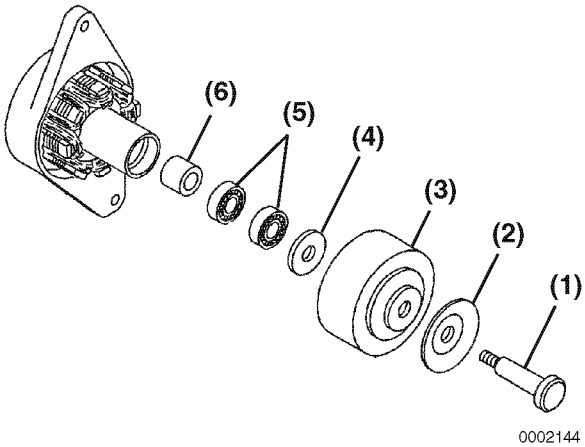

Figure 12-25
3. Remove the through bolt **(Figure 12-25, (1))**, pulley half **(Figure 12-25, (2))**, flywheel **(Figure 12-25, (3))**, flat washer **(Figure 12-25, (4))**, bearings **(Figure 12-25, (5))**, and spacer **(Figure 12-25, (6))**.